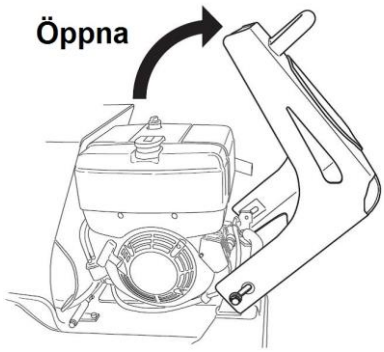

Fig.37
3. Öppna skyddshuven genom att försiktigt tippa den framåt. (Fig.37)